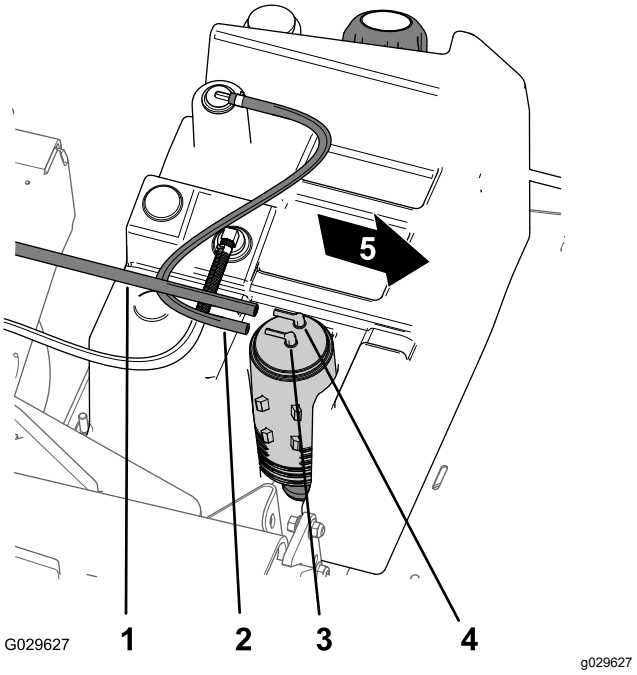

Figur 46
1. Koppla bort vakuumslangen från kopplingen på kolkanistern som är märkt ”Purge” (Figur 46).
2. Koppla bort bränsletanksslangen från kopplingen på kolkanistern som är märkt ”Fuel Tank” (Figur 46).
8. Anslut vakuumslangen till kolkanisterns koppling som är märkt ”Purge” och bränsletanksslangen till kopplingen som är märkt ”Fuel Tank” (Figur 46).